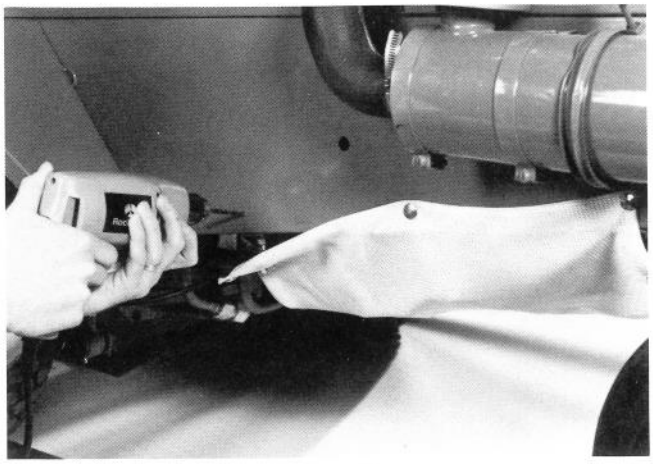

Figure 7
7. Stretch screen up over side of frame and use to locate position for snaps. Drill six (6) .116" (3 mm) holes for snap studs in side of unit (Fig. 7).